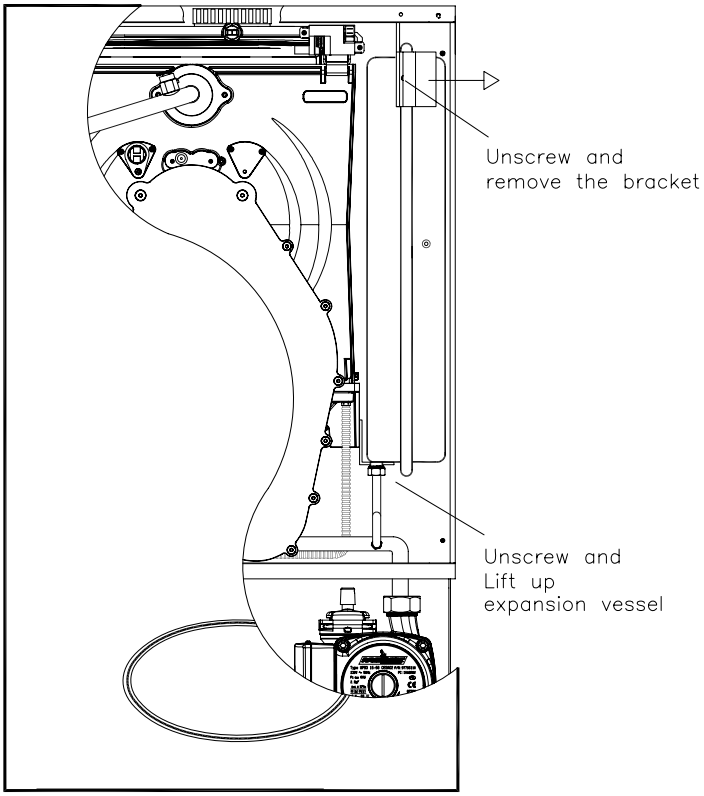

Fig.47
8.8 **TO REMOVE/REPLACE EXPANSION VESSEL (Fig.47).**